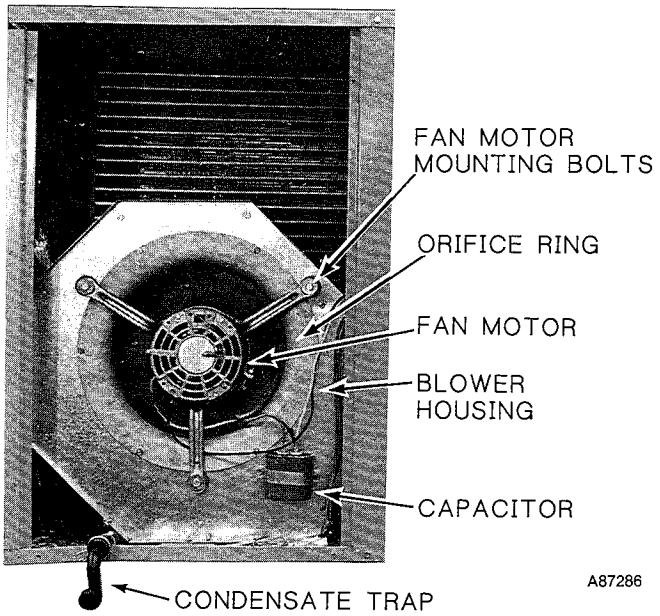

**Figure 10—Indoor Fan**
**Indoor Fan Assembly** (Figure 10)—Fan wheel should be centered in fan housing. To adjust fan, remove as follows: